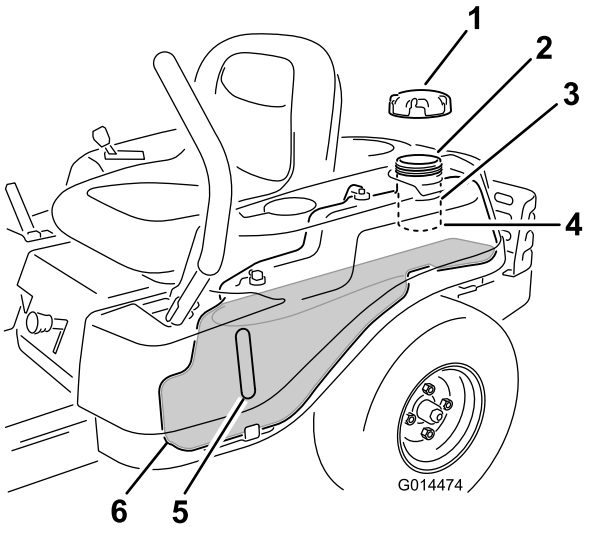

Figur 8
Obs: Du kan använda bränslefönstret för att kontrollera om det finns bensin innan du fyller på tanken (Figur 8).
2. Tillsätt **långsamt** bensin tills bränslet når påfyllningsrörets nedersta del (Figur 8).